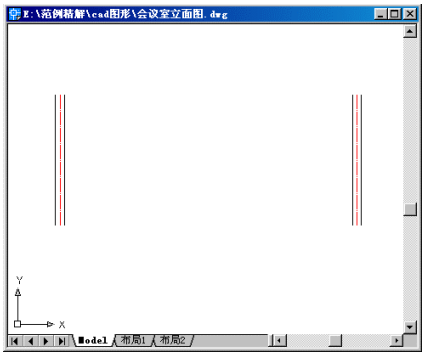

图 5-10　生成墙线
8. 用【Offset】命令将轴线分别向两侧偏移 120 毫米，形成墙线，并用【Properties】将偏移的墙线改为“墙线”层，结果如图 5-10 所示。